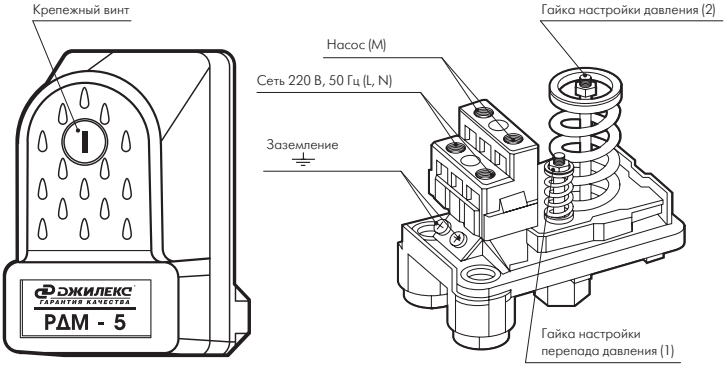

Рисунок 7
- отвинтив крепежный винт (рисунок 7), снимите крышку реле. Верхний и нижний предел давления «РДМ-5» регулируется гайкой (2), фиксирующей положение пружины. Чтобы увеличить значение верхнего и нижнего предела давления, закручивайте гайку по часовой стрелке. Чтобы уменьшить, откручивайте гайку против часовой стрелки.